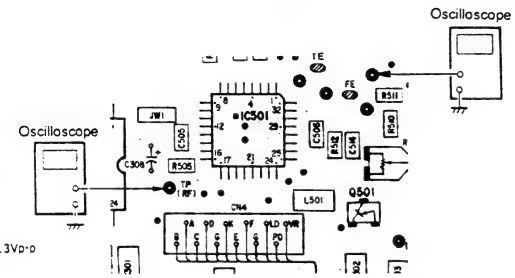

Fig. 9
- Connect oscilloscope to test point "RF" (Fig. 9).
- Connect oscilloscope to test point "TE" (Fig. 9).
Connect oscilloscope to test point "TE" (Fig. 9).